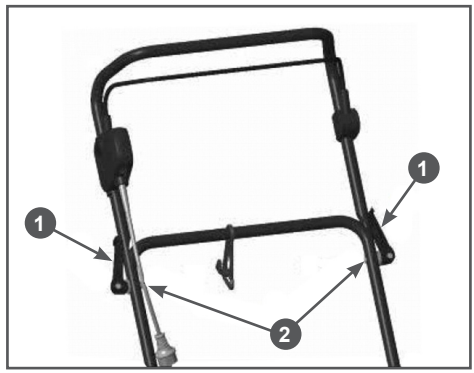

Рис. 5 Соединение верхней и нижней части рабочей рукоятки
3. Соединить верхнюю и нижнюю части рабочей рукоятки. Совместите отверстия в верхней и нижней частях рабочей рукоятки и соедините их фиксаторами 1 и гайками 2, как показано на Рис. 5.